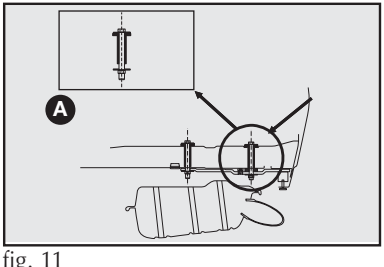

fig. 11
- Efetuar no veículo a furação com Ø (diâmetro) 11 mm traspassando o assoalho posterior (ver detalhe **A-fig. 11**) e a longarina nas marcas esquemáticas indicadas na figura correspondente ao modelo do seu veículo (**12 a 14**).